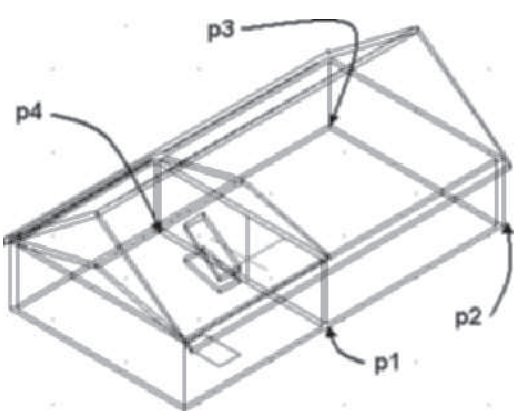

FIGURE 8.14 *Slab vertex points*
12. Select **Slab** from the Design palette and edit the Properties palette as follows: Basic-General: Style = **Standard**, Bound Spaces = **By Style**, Mode = **Projected**, Dimensions: Thickness = **6 [150]**, Vertical Offset = **0**, Horizontal Offset = **0**, Justify = **Top**, Base height = **8'-6 [2650]**, Direction = **Left**, Overhang = **0**, Perimeter edge = **None**, and Rise = **0**. Select the following vertices at **p1**, **p2**, **p3**, **p4**, and **p1** as shown in Figure 8.14.